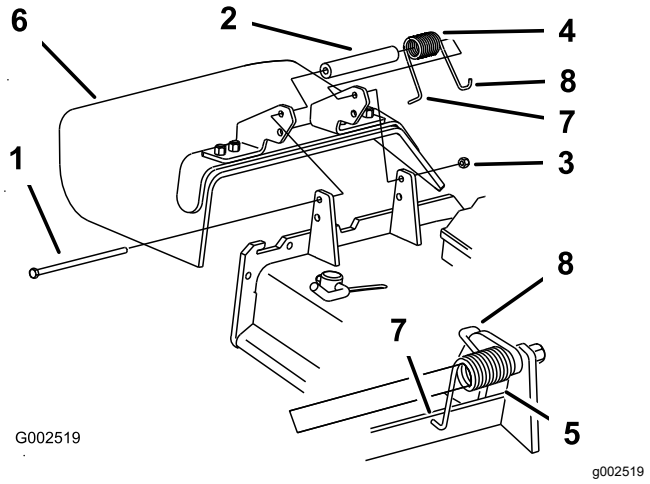

Figuur 114
1. Verwijder de borgmoer, bout, veer en het afstandsstuk waarmee de bevestigingen van de grasgeleider vastzitten op de draaibeugels (Figuur 114).
Opmerking: Zorg ervoor dat het **L**-vormige eind van de veer is gemonteerd achter de rand van het maaidek voordat u de bout plaatst zoals wordt aangegeven in Figuur 114
5. Plaats het **J**-vormige haakuiteinde van de veer om de grasgeleider (Figuur 114).